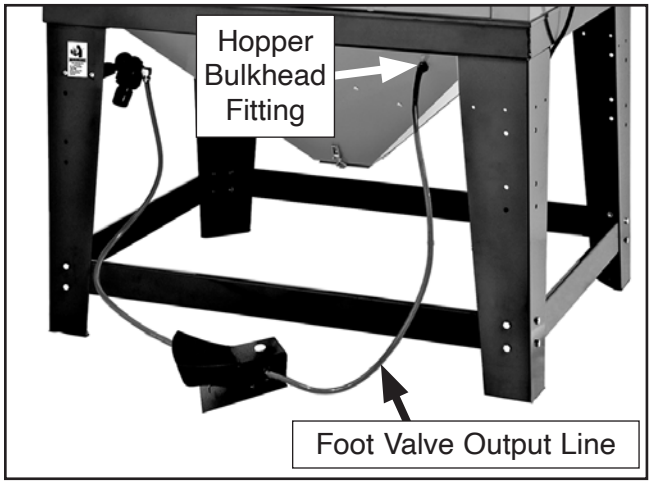

Figure 17. Foot valve installation.
16. Connect foot valve output line to fitting located on front-right of hopper shown in **Figure 17**.
17. Position foot pedal (see **Figure 17**) between legs. Fasten it to floor, if desired.